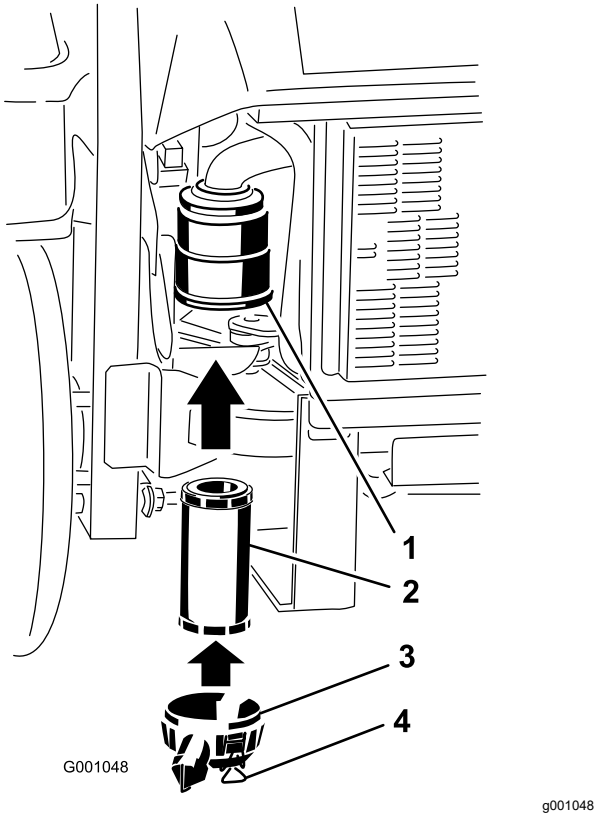

Figur 58
2. Skjut försiktigt in filtret i filterhuset (Figur 58).
3. Sätt tillbaka luftrenarkåpan och säkra spärrhakarna (Figur 58).